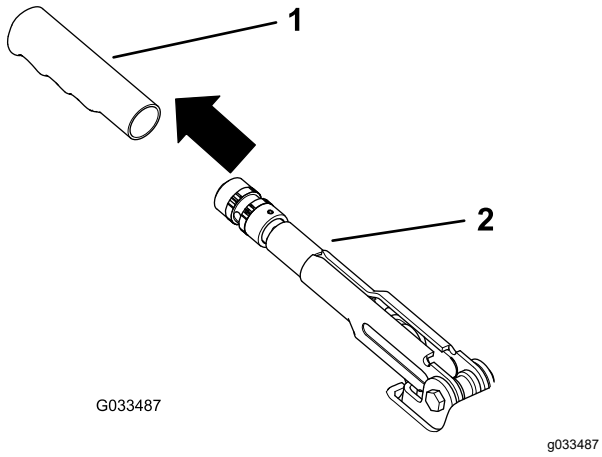

**Figur 58**
1. Ta bort gummihandtaget från parkeringsbromsspaken (Figur 58).
5. Montera gummihandtaget på parkeringsbromsspaken (Figur 58).